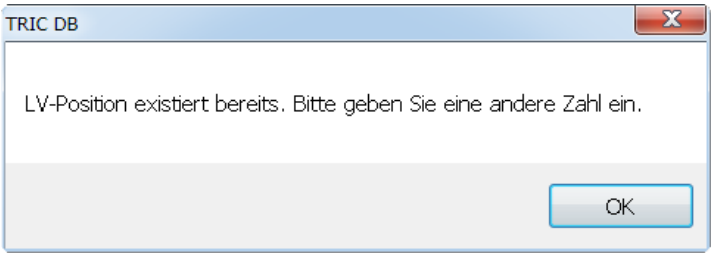

Bild 18.54 – Positionsnummern können nicht überschrieben werden
- Wenn Sie die vorigen Schritte mitverfolgt haben, so erhalten Sie jetzt eine Fehlermeldung (Abb. 18.54) – Positionsnummern können nicht überschrieben werden!